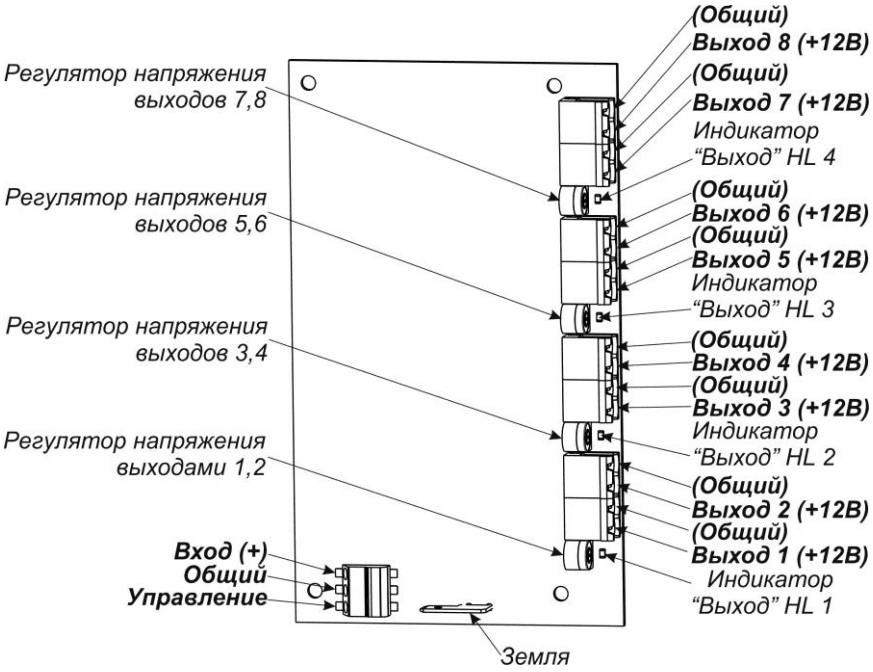

Рисунок 4 - Расположение органов коммутации, управления и индикации на плате преобразователя PN-V.8
При превышении током нагрузки любого выхода значения, указанного в п. 4 таблици 1 изделие переходит в режим защиты от перегрузки по току (КЗ). При этом изделие ограничивает ток соответствующей пары выходов, остальные выходы продолжают обеспечивать питание нагрузок. После устранения причин перегрузки по току (КЗ), нормальный режим работы пары выходов восстанавливается автоматически. Состояние каждой пары выходов отображается светодиодными индикаторами, установленными на платах преобразователей напряжения PN-V.8 см. рисунок 4.
- подключить подводящие провода нагрузок к клеммам «ВЫХОД», «ОБЩИЙ» плат преобразователей, минусовой провод – к клемме «ОБЩИЙ», плюсовой – к клемме «ВЫХОД» (см. рисунок 4);